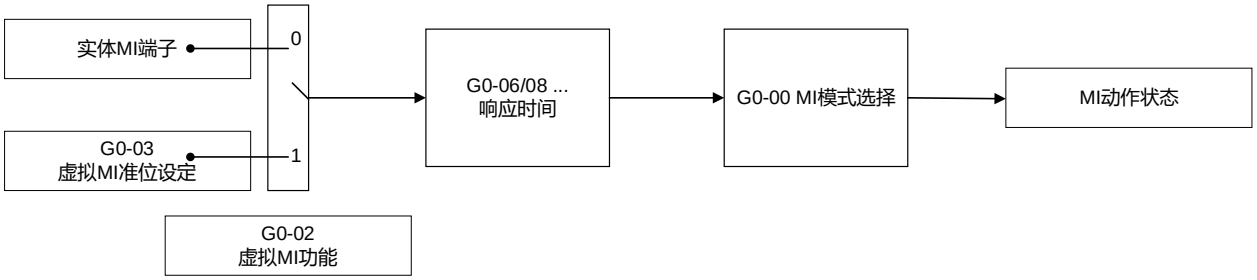

图 1 – MI 讯号处理方块图
- 实体与虚拟 MI 讯号经由响应时间与模式选择 (准位设定) 决定 MI 致能状态。MI 作动逻辑参考图 1 – MI 讯号处理方块图。